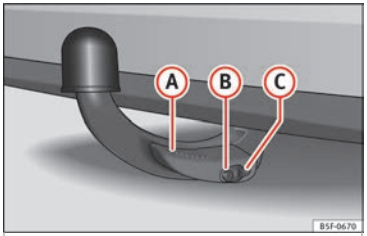

Fig. 226 Bola desmontable fijada correctamente
- La palanca (A) **»» fig. 226** está totalmente levantada.
- El perno de desbloqueo (B) **»» fig. 226** sobresale completamente (su parte roja y verde es visible).
- La tapa (C) **»» fig. 226** está colocada sobre la cerradura.